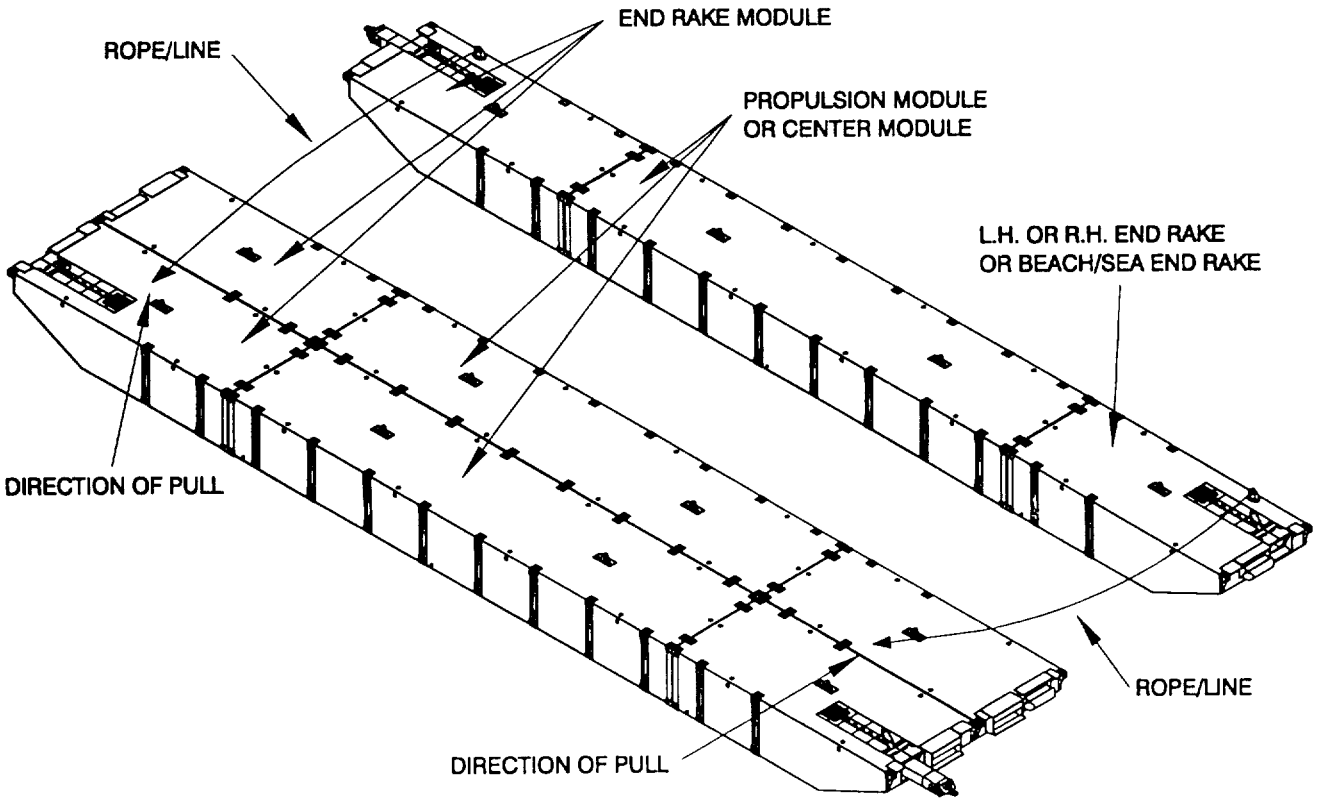

Figure 2-37. Pulling MCF String.
a. Pull MCF strings together using ropes/lines, flush turn tubes, and deck cleats so that the tapered surfaces of male and female connectors mate together in general alignment (Figure 2-37).